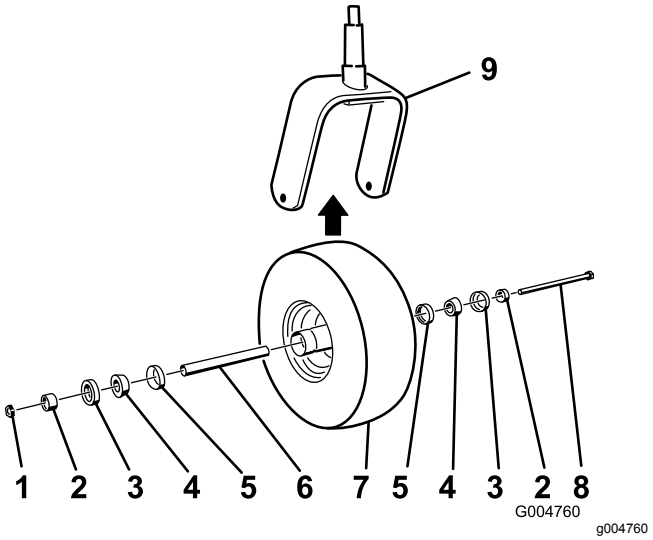

Figuur 41
2. Verwijder de borgmoer van de bout (Figuur 41).
5. Monteer het zwenkwiel door de ingevette kegellagers en de afdichtingen in de wielnaaf te drukken, in de positie die wordt getoond in Figuur 41.